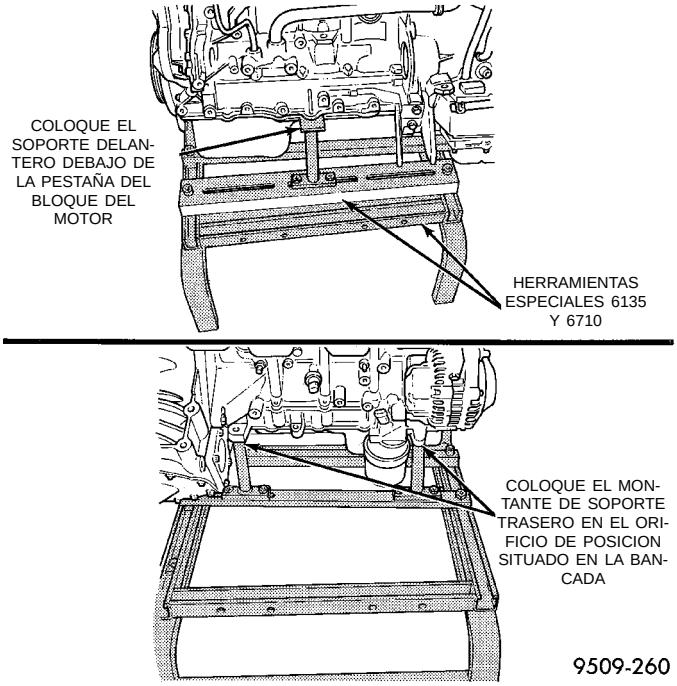

Fig. 19 Emplazamiento de los soportes de montantes del armazón del motor
(13) Retire las correas de transmisión de accesorios. Para informarse del procedimiento, consulte el Grupo 7, Sistema de refrigeración.
(14) Retire los semiejes. Para informarse del procedimiento, consulte el Grupo 2, Suspensión y eje de transmisión.
(15) Desconecte del múltiple, el tubo de escape.
(16) Retire de la carrocería, la ménsula.
(17) Transmisión manual: Retire el amortiguador de salidas al arrancar.
(18) Baje el vehículo. Retire el conjunto de depurador de aire.
(19) Retire la bomba y depósito de la dirección asistida. Colóquelos aparte.
(20) Retire el compresor de A/A.
(21) Retire las tiras de masa de la carrocería.
(22) Eleve el vehículo lo suficiente como para permitir la instalación de la plataforma rodante y el armazón, Herramientas especiales 6135 y 6710, debajo del vehículo.
(23) Afloje los montantes de soporte del motor para permitir el movimiento necesario para el emplazamiento en los orificios de posición y la pestaña sobre la bancada del motor. Baje el vehículo y emplace el armazón de modo que el motor se apoye sobre los montantes de soporte (Fig. 19). Apriete los soportes en el bastidor del armazón. Esto evitará que los montantes de soporte se muevan cuando retire o instale el motor y la transmisión.
(24) Instale correas de seguridad alrededor del motor para asegurarlo al armazón; ate y ciérrelas en esa posición.
(25) Eleve lo suficiente el vehículo de modo que pueda ver si las correas están bien ajustadas y sostienen el conjunto del armazón con el motor.
(26) Baje el vehículo de modo que el peso del motor y la transmisión SOLO se deposite en el conjunto del armazón.
(27) Retire los pernos pasantes del soporte del motor y de la transmisión.
(28) Eleve lentamente el vehículo. Tal vez sea necesario mover el conjunto de motor/transmisión sobre el armazón, para permitir el desmontaje alrededor de las pestañas de la carrocería.